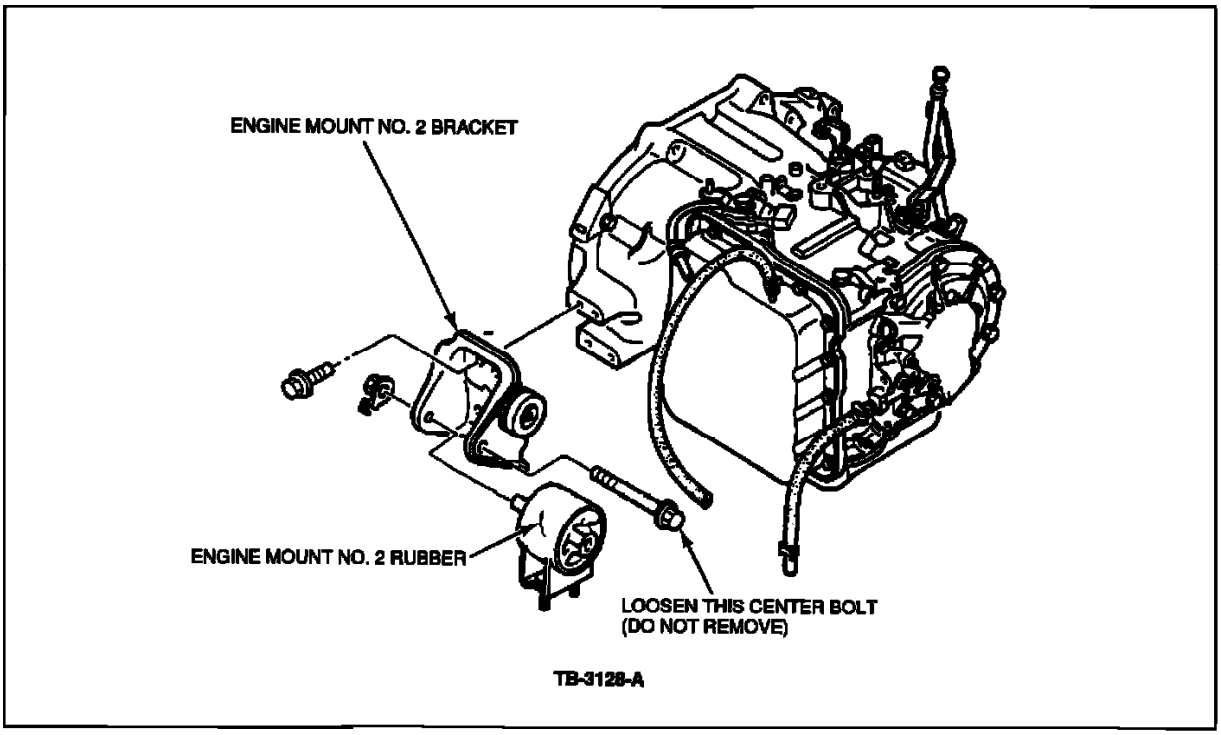

Figure 1
1. Place the vehicle on a hoist. Using a 17 mm socket, loosen (but do not remove) the center bolt that goes through engine mount # 2, Figure 1.